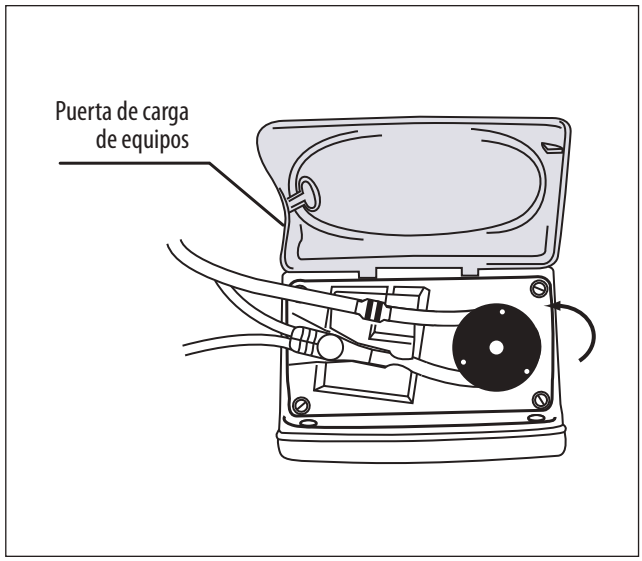

Figura 6B.
3. Agarre el extremo del retén MISTIC (retén de arandela negro) y coloque el tubo en sentido contrario a las agujas del reloj alrededor del rotor. **Evite estirar excesivamente el tubo de silicona (figura 6B).**
4. Tire con cuidado del extremo del retén MISTIC hacia arriba y a la izquierda para colocarlo sobre la ranura situada a la izquierda y, a continuación, bájelo hasta colocarlo en la ranura. Empuje hacia abajo el retén y suéltelo para asegurarse de que encaja correctamente (figura 6B).